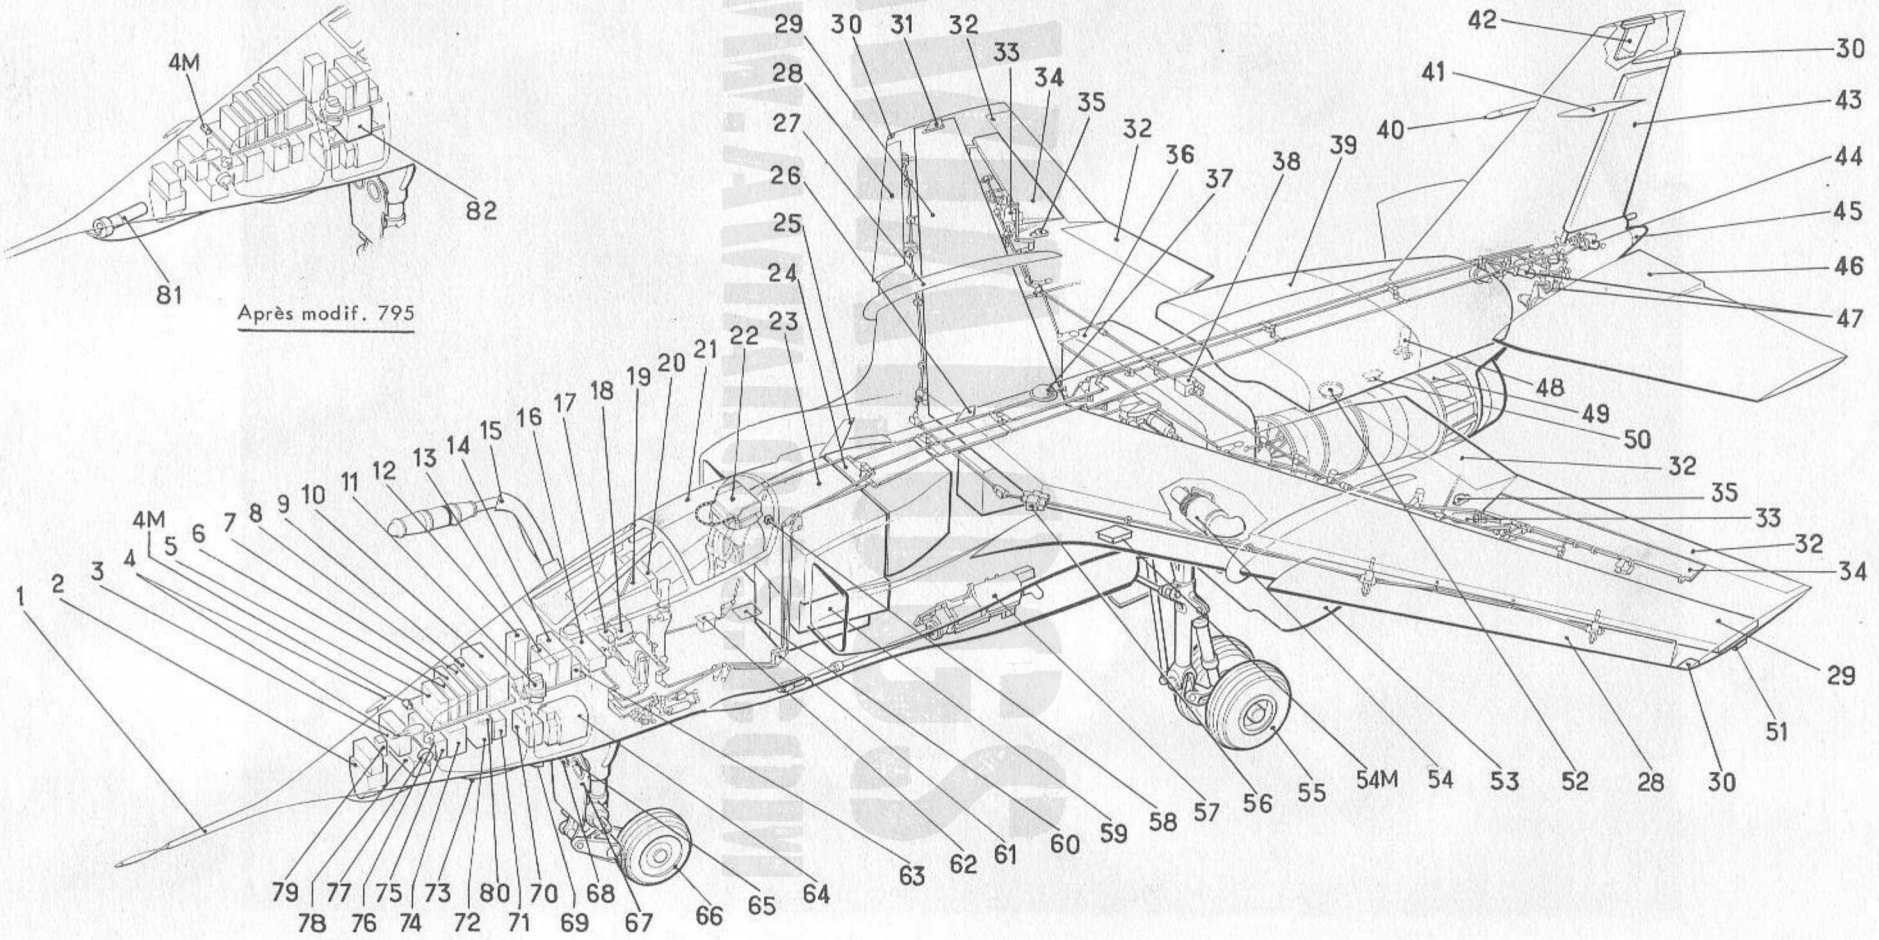

FIGURE 2 - ELEMENTS CONSTITUTIFS DE L'AVION
0.2.1 - Présentation de l'avion (Fig. 2)